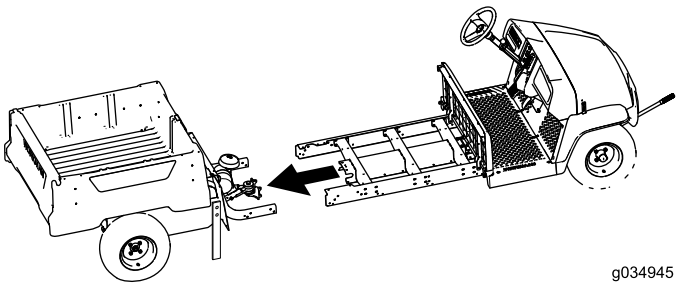

Bild 27
7. Bringen Sie die vorderen und hinteren Abschnitte der Maschine mit der Hilfe einer anderen Person zusammen (Bild 27).